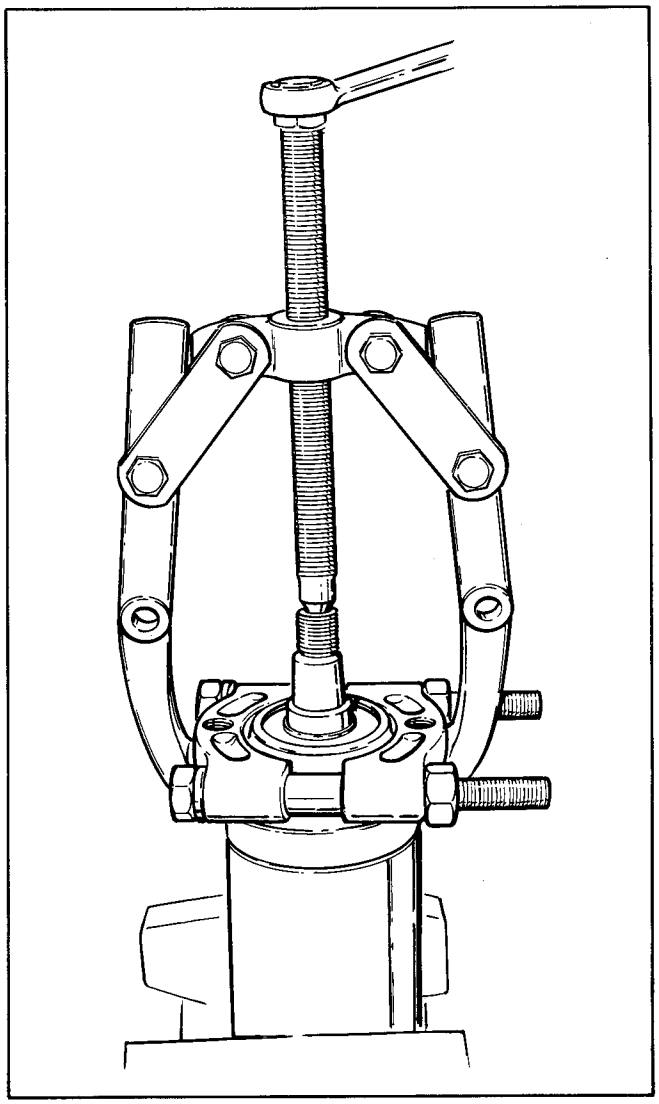

Figure 93 – Removing Armature Bearings
e. To separate commutator bearing (19) or drive end bearing (19A) and spacers (20) from armature (11), use claw puller tool and wedge attachment tool. See Figure 93.